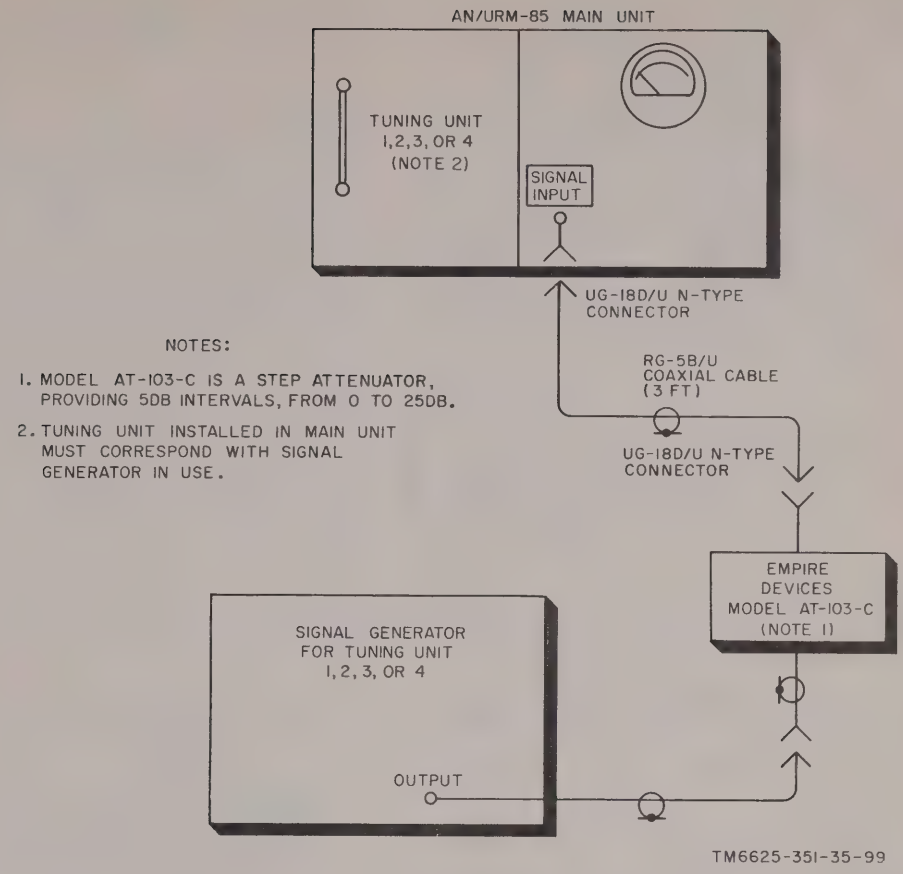

Figure 94. Test setup for linearity check.
(fig. 94)
Two tests are required to check the linearity of the test set; one checks the linearity in the PULSE PEAK position of the function switch, and the other checks the linearity in the CW AVERAGE position of the function switch. Remove the main unit from its instrument case (para 40 *b,* item 12, TM11-6625-351-12). Set up the equipment as shown in figure 94 and proceed as follows:
(1) Set the main unit function switch to the PULSE PEAK position.
(2) Set the tuning unit signal generator output level control to produce a 1,000- or 10,000-microvolt signal (as required) at the SIGNAL INPUT jack (any frequency).
(3) Set the variable 5-db step attenuator to the 25-db position.
(4) Rotate the SIGNAL ATTENUATOR DB switch to 60 and adjust the GAIN control on the tuning unit to produce a 0-db indication on the main unit panel meter.
(5) Decrease the setting of the 5-db variable step attenuator in four steps, from 25- to 5-db, and record the corresponding indication of the AN/URM-85 panel meter.
(6) Check the panel meter for a 5-db ±1 increase for each step decrease of the 5-db variable step attenuator.
a. With a tuning unit plugged into the main unit, use the same test setup as in figure 94 except for substituting the 10-db pad (para 100) for the 5-db variable step